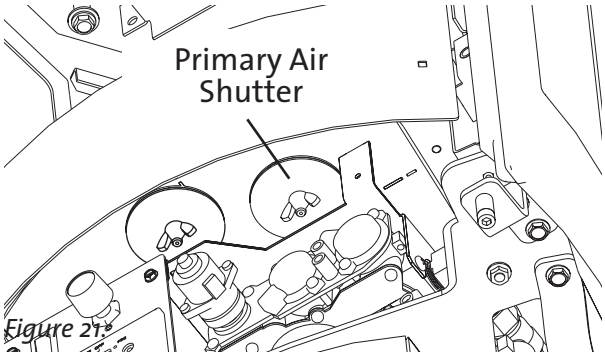

Figure 21. Air Shutter location.
3. Loosen the primary air shutter wingnut and push the stem all the way back. Fig. 21.
1. You will need to remove the pilot hood and burner plate to provide clearance to install the glass panels. Pull the pilot hood off of the pilot base - it will slip past its retainer clip. Loosen the Air Shutter and push it all the way back to disengage the burner venturi tube from the shutter. Simply lift the burner up and out of the firebox. See figs. 21 and 23.